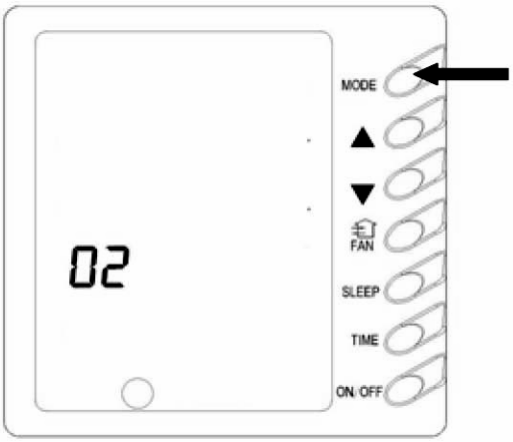

Abb. 10
9) Behaltung des Zustands bei Stromausfall einstellen (Abb. 10)